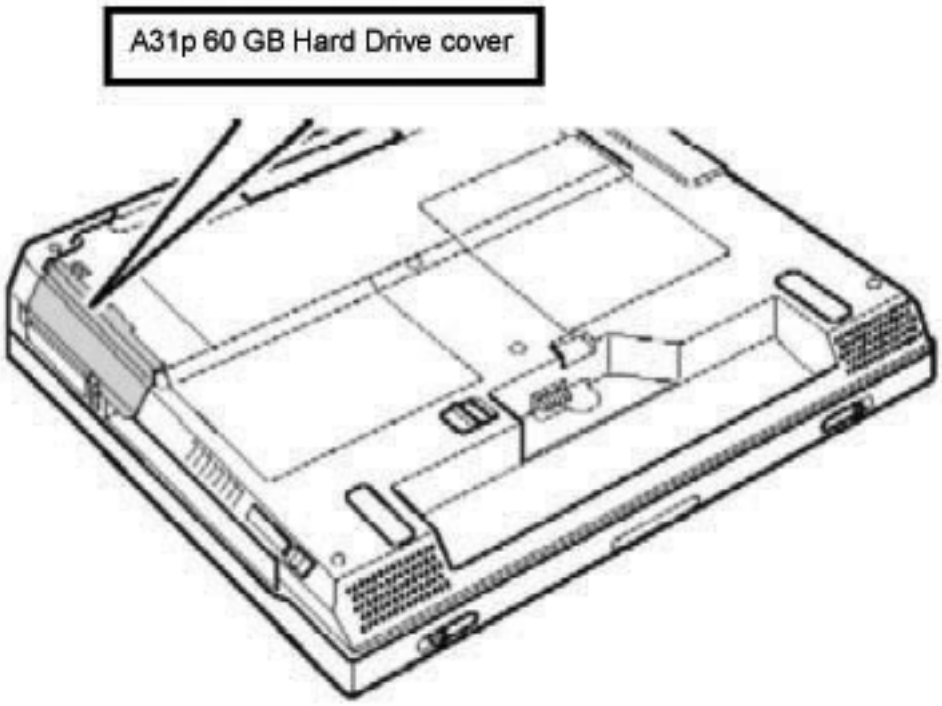

Figure 1. A31p 60 GB Hard Drive Location.
7. For location of A31p 60 GB Hard Drive refer to Figure 1.